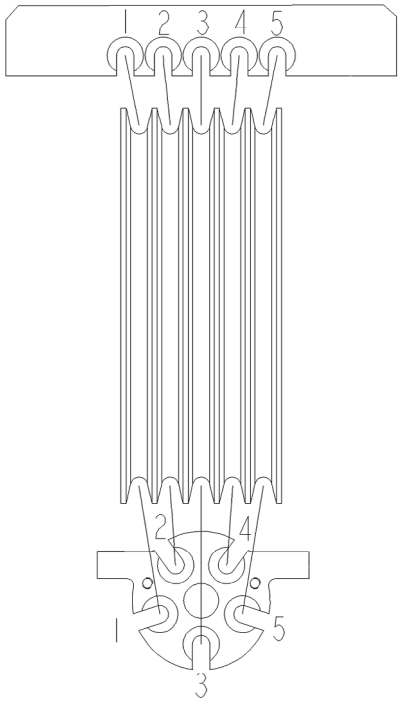

FIGURA 4-41
11. Marque **AMBOS EXTREMOS** de los cinco cables de extensión (Figura 4-41).